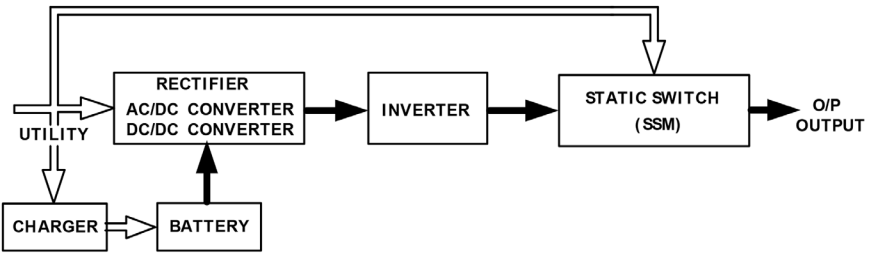

*Figura 5.3*
3. En caso de avería el SAI funciona como se describe en la figura 5.3. Cuando las baterías están débiles, la señal acústica emite un beep continuo hasta que no se descarguen completamente. La protección de la batería descargada del SAI permite apagar la alimentación a un nivel determinado para evitar la descarga completa de las baterías.